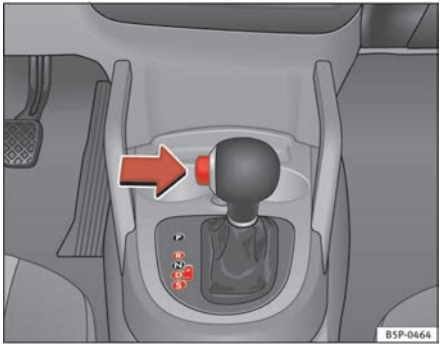

Fig. 144 Driving
– Press on the button on the selector lever knob on the left ⇒ page 173, fig. 144.